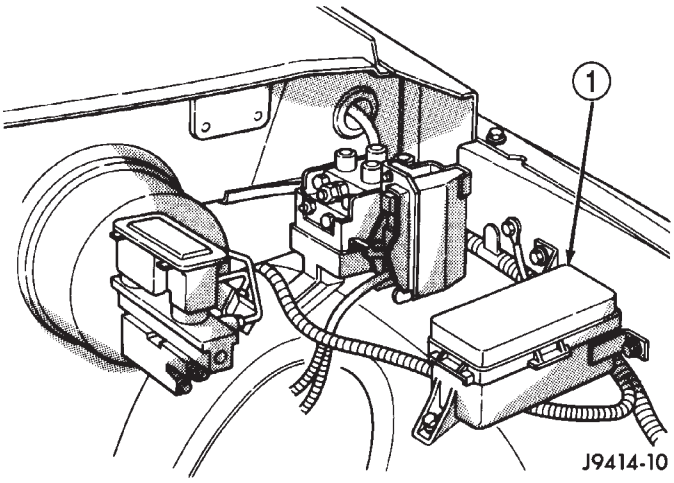

Fig. 2 Power Distribution Center (PDC)
(2) Inspect the battery cable connections. Be sure that they are clean and tight.
(3) Inspect fuel pump relay and air conditioning compressor clutch relay (if equipped). Inspect the ASD relay connections. Inspect starter motor relay connections. Inspect relays for signs of physical damage and corrosion. The relays are located in the Power Distribution Center (PDC) (Fig. 2). Refer to label on PDC cover for relay location.